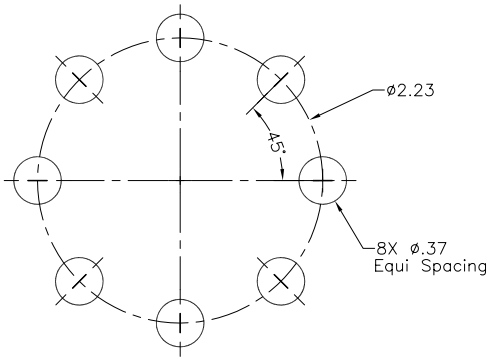

Figure 35-46 *Dimensioning a bolt circle*
21. A bolt circle should be dimensioned by specifying the diameter of the bolt circle, the diameter of the holes, and the number of holes in the bolt circle (Figure 35-46).